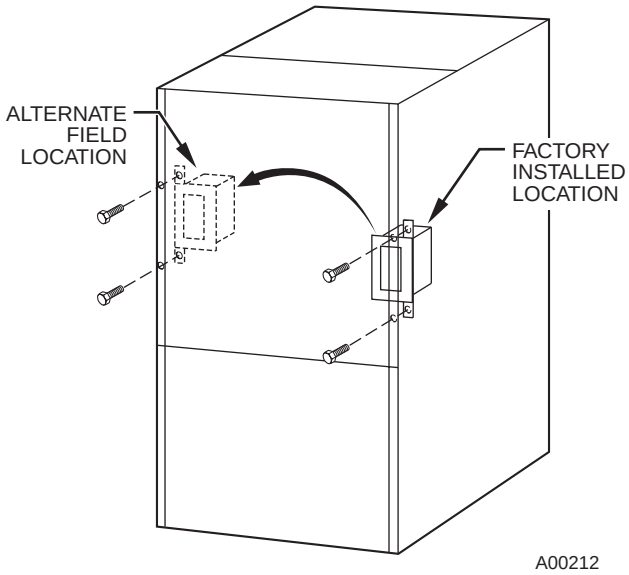

**Fig. 30—Relocating J-Box**
1. Remove 2 screws holding auxiliary J-box. (See Fig. 30.)